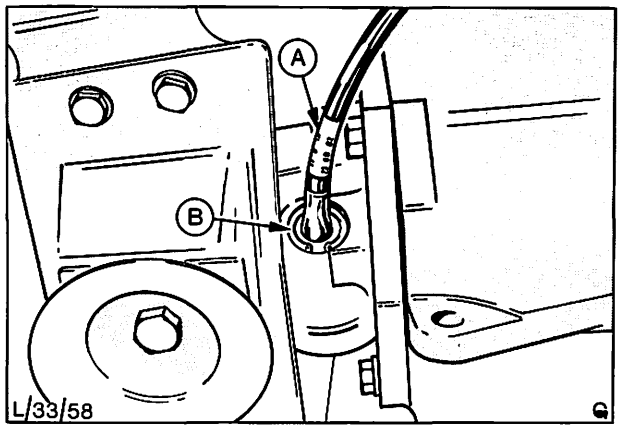

Abb. 65 Schaltgetriebe – B
3. Bei Fahrzeugen mit Schaltgetriebe – B, den Sprengring von der Antriebswelle an der Getriebeverlängerung enfernen und Antriebswelle vom Getriebe abbauen, Abb. 65.